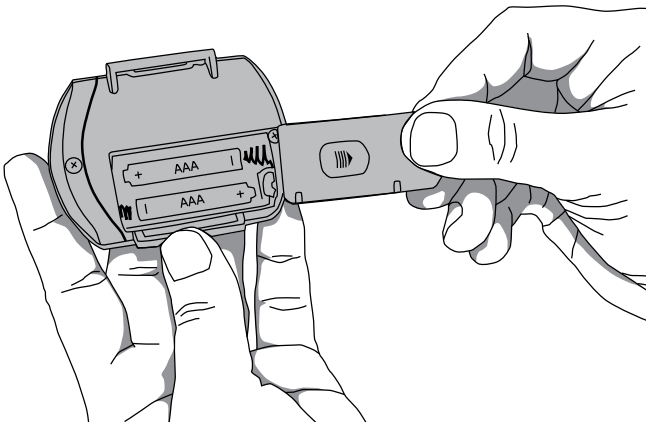

Figure 4 : Retrait du volet du compartiment des piles
1. Ouvrez le compartiment des piles en faisant glisser le volet situé l'arrière de l'appareil (figure 4).